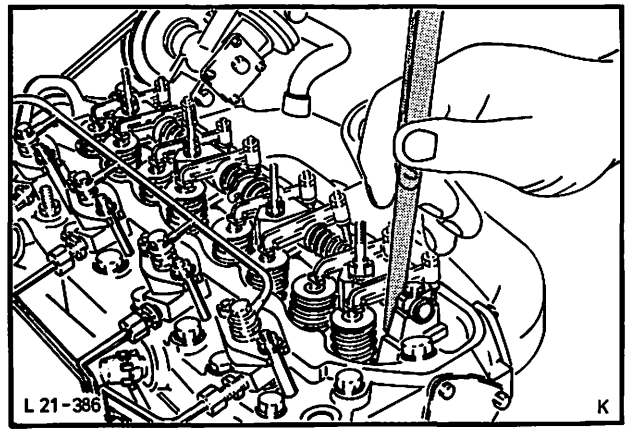

Abb. 146 Spiel zwischen Kipphebel und Lagerböcke messen
7. Dichtring – Ölzufuhr einsetzen und Kipphebelachse so anbauen, daß zwischen den äußeren Kipphebeln und den Lagerböcken ein Spiel von 0,1 mm entsteht, Abb. 146.